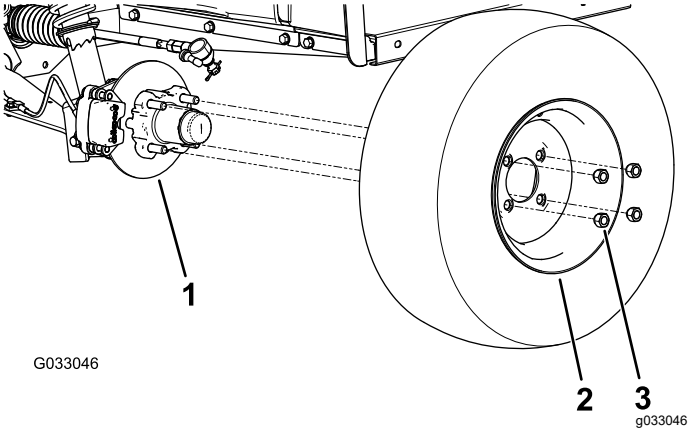

**Figur 22**
2. Fjern de 4 låsemøtrikker, der fastgør hjulet på navet (Figur 22).
4. Ret hullerne i hjulet ind efter hjultapperne i navet, og monter hjulet på navet med ventilspindlen siddende udvendigt (Figur 22).
5. Fastgør hjulet til navet ved hjælp af låsemøtrikkerne (Figur 22).